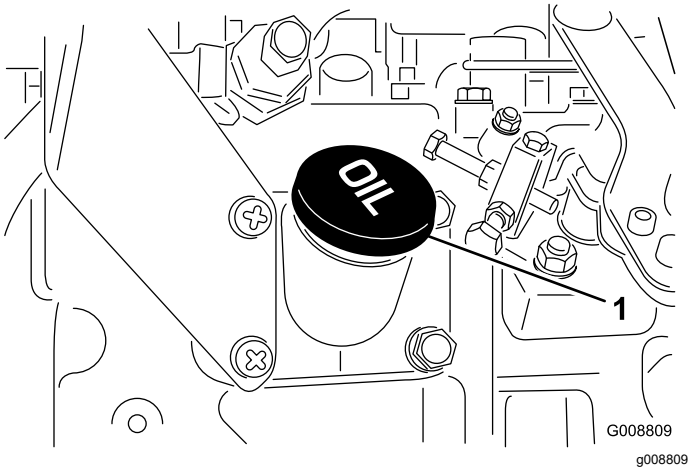

Figuur 36
4. Als het oliepeil zich onder de veilige zone bevindt, verwijdert u de vuldop (Figuur 36) en vult u bij met olie totdat het oliepeil de vol-markering bereikt.